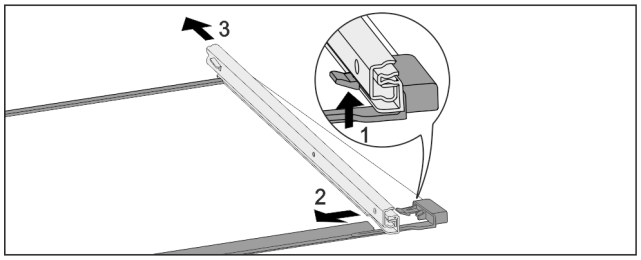

Fig. 157 Placa de sticlă cu șine
▶ Apăsați în sus cârligul de blocare frontal. *Fig. 157 (1)*
▶ Îndepărtați șinele de extragere prin împingere în lateral *Fig. 157 (2)* și spre spate *Fig. 157 (3)*.